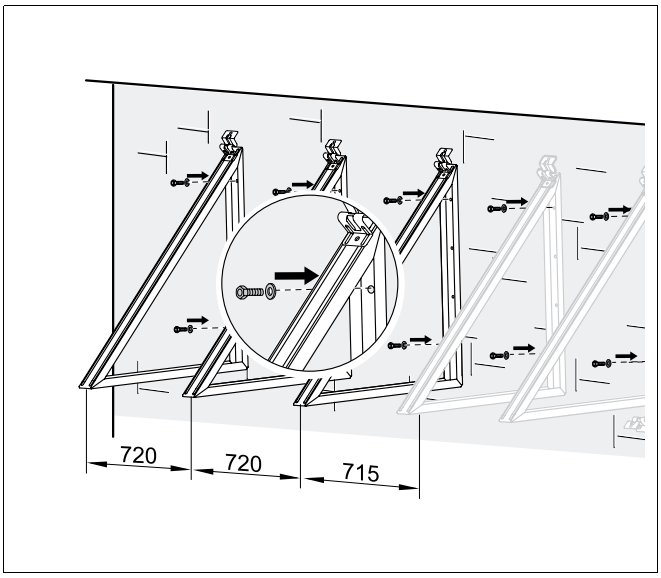

Afb. 48 Staander voor gevel 45° op een gevel monteren (maten in mm)
- Monteer de collectorsteunen (afb. 48) op een afstand van 720 mm naast elkaar aan de gevel (gebruik enkel de uiterste boringen). De schroeven, vulringen en pluggen moeten ter plaatse aangebracht worden.